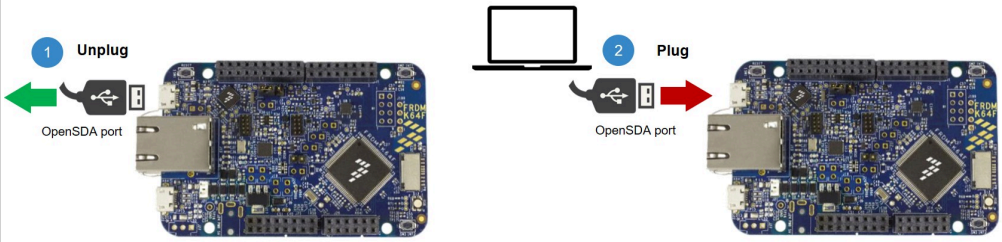

Figure 55. Unplug and plug OpenSDA port
1. Unplug and plug again the USB cable to the openSDA USB port as shown in Figure 55: